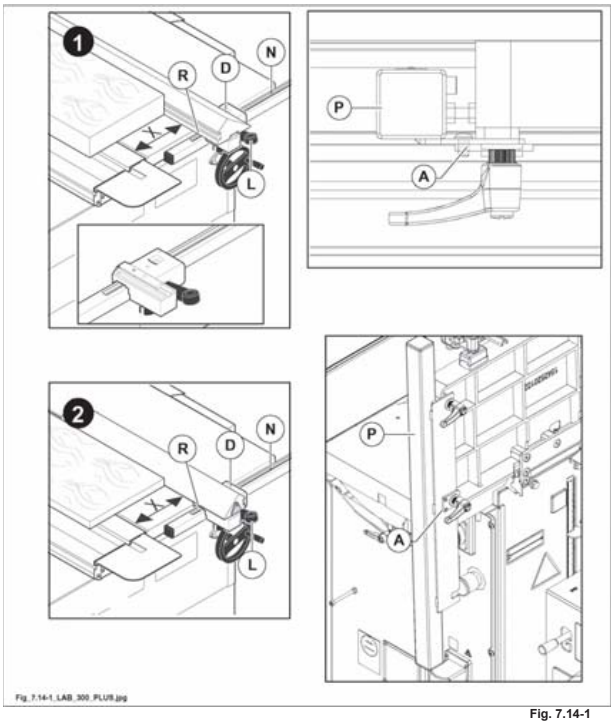

Fig. 7.14-1
2) Sbloccare il gruppo guida per tagli paralleli (D fig. 7.14-1) tramite la maniglia (L fig. 7.14-1) e spostarlo in modo da leggere un valore (esempio X=200 mm) fra lo spigolo (R fig. 7.14-1) della riga rivolto alla lama e la riga millimetrata sottostante (N fig. 7.14-1).
4) Se necessita, registrare il corretto posizionamento allentando le viti di fissaggio (A fig. 7.14-1) e riposizionando il tubolare (P fig. 7.14-1) in modo da leggere sullo spigolo (R fig. 7.14-1) della riga lo stesso valore misurato in precedenza con il metro.
5) Bloccare il gruppo guida con la maniglia (L fig. 7.14-1)